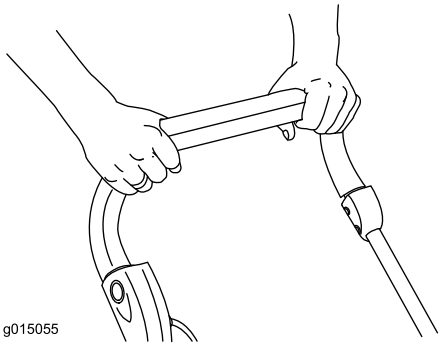

Figura 11
5. Tenete la barra di comando contro la stegola e rilasciate il pulsante (Figura 11).